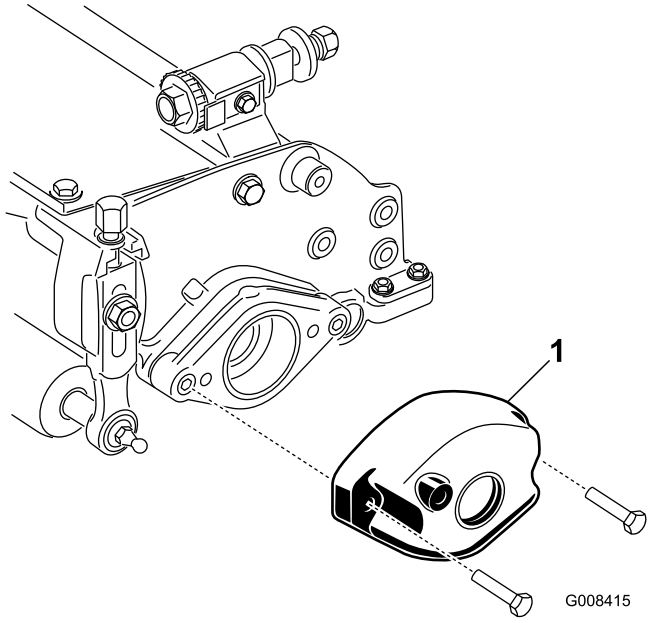

Figur 2
5. Ta bort de två skruvar och muttrar som fäster motvikten vid klippenhetens vänstra ände samt motvikten (Figur 2).